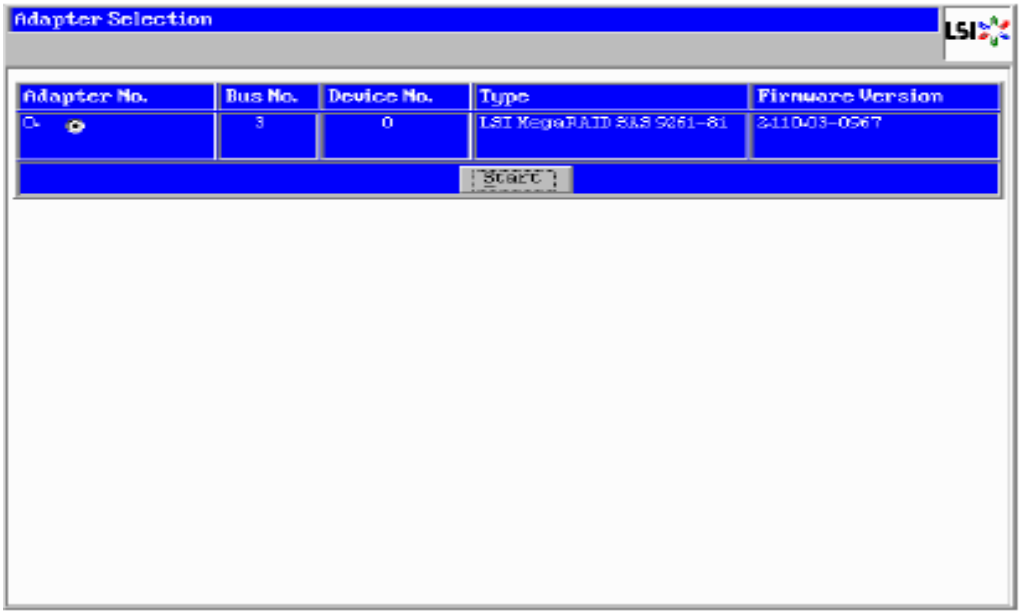

Figure B.2.8-2 Adapter Selection window
(4) The adapter selection window is displayed as shown in Figure B.2.8-2.